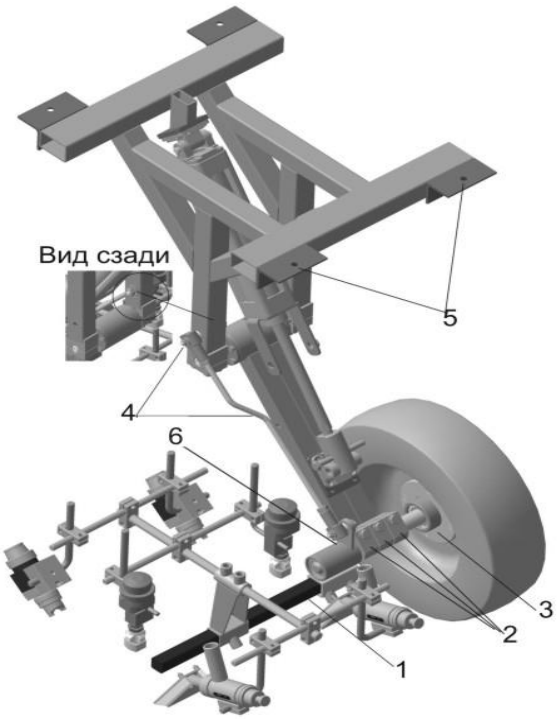

Рис. 57
1. Отсоединить верхнее крепление тяги 4 (см. рис.57)